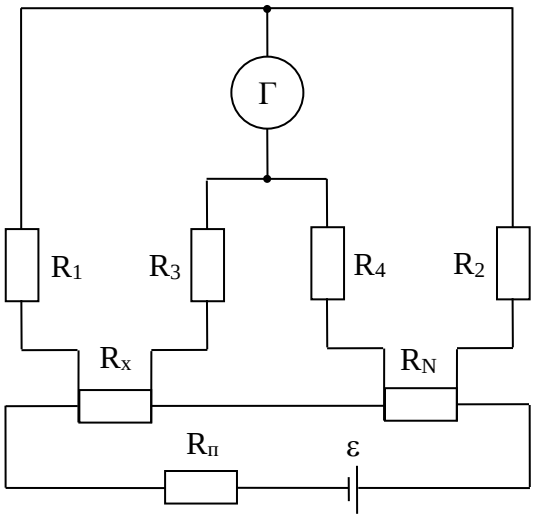

Рис. 6.
20. Равновесие двойного моста постоянного тока (рис. 6) имеет место при следующих значениях сопротивлений, из которых составлен мост: $R_1 = R_3$ = 200 Ом, $R_2 = R_4$ = 100 Ом, R_N = 0,001 Ом. Сравнивающим устройством является магнитоэлектрический гальванометр. Определите сопротивление R_x, при котором мост уравновешен.